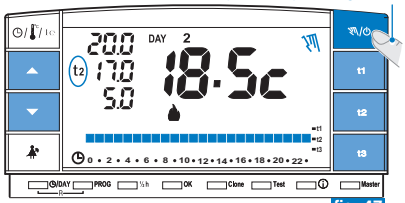

fig. 47
- Mantener presionada la tecla "⚡/⏻ " (unos 4 seg.), el símbolo "⚡" permanecerá fijo. El nivel de temperatura actual se aplica a todas las horas del día (ej. fig. 47).